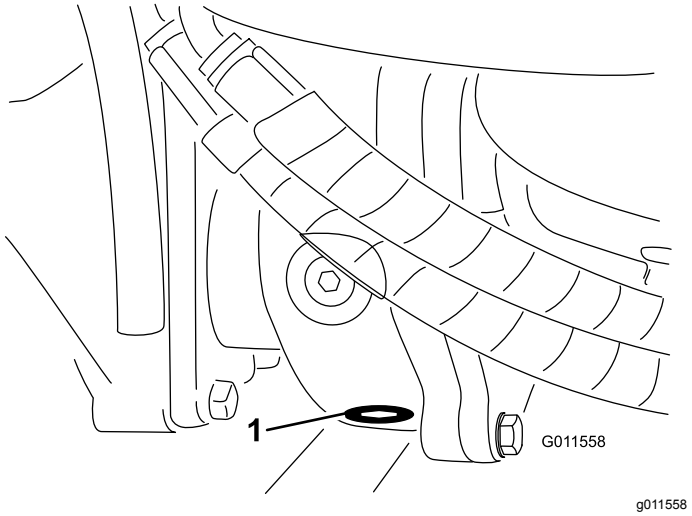

Figur 91
5. Rengør området omkring aftapningsproppen i bunden af gearkassen (Figur 91).